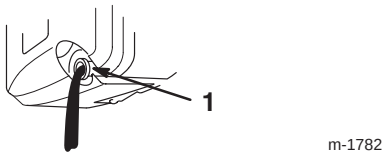

Bild 25
5. Kippen Sie den Rasenmäher auf seine *linke* Seite und lassen das Öl in das Gefäß ablaufen (Bild 25).